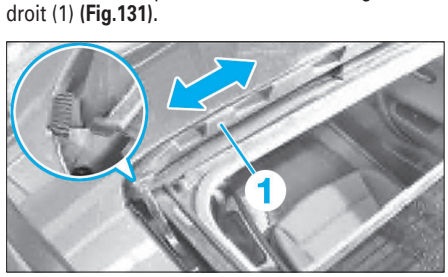

Fig. 131
• Décrocher avec précaution le déflecteur gauche et droit (1) **(Fig.131)**.